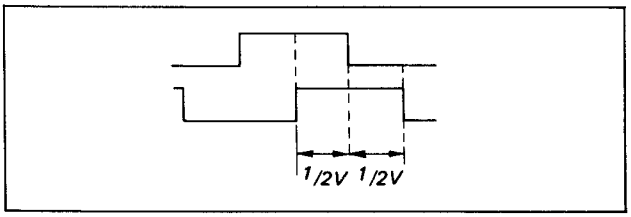

Fig. 10-30. Servo lock
2. Turn power on. Connect scope CH-1 to the test point 12B on the EXTENSION Board and connect CH-2 to the test point 10A. Check to see that the phase difference between CH-1 and CH-2 meets the specification shown in Fig. 10-30. If it is not satisfied, proceed to the Servo alignment.